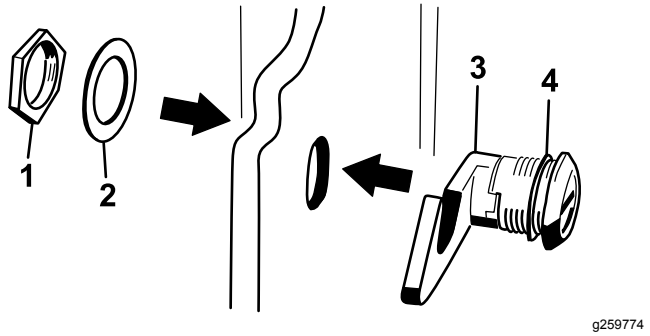

Figur 5
3. Fjern møtrikken fra motorhjelmslåsenheden (Figur 5).
4. På motorhjelmens udvendige side: Sæt låsens krogende gennem hullet i motorhjelmen, og kontroller, at gummitætningsskiven forbliver på motorhjelmens udvendige side. (Figur 5).